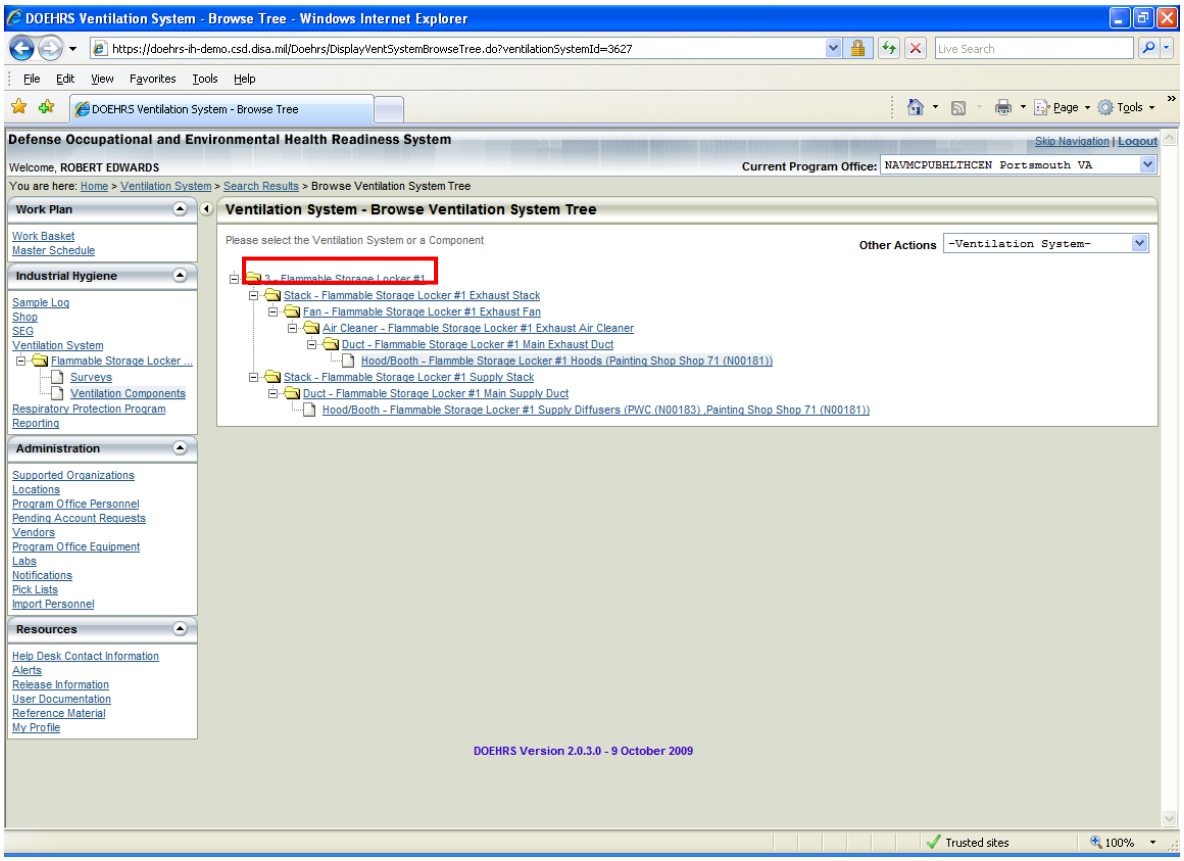

Figure 1-1. Ventilation System – Browse Ventilation System Tree
The Ventilation System area in DOEHRS was developed so ventilation survey measurements could be captured and stored. Ventilation systems are created in DOEHRS and are location centric. The location name and the ventilation system name are tied together, as seen below in Figure 1-1. Note in this example the location is Building 3 and the ventilation system name is Flammable Storage Locker #1. The location Building 3 is tied to an installation, not a command. The ventilation system may consist of supply and/or exhaust components. Under the ventilation system, components of the system will be added. There are 5 component types to choose from in DOEHRS: (1) Stack, (2) Fan, (3) Air Cleaner, (4) Duct and (5) Hood/Booth. Note from the example below in Figure 1-1 for the Flammable Storage Locker #1 there are exhaust components and supply components. Each component in this case has the preceding component as its parent. The Exhaust Stack is the parent for the Fan and the Fan is the parent for the Air Cleaner, etc.